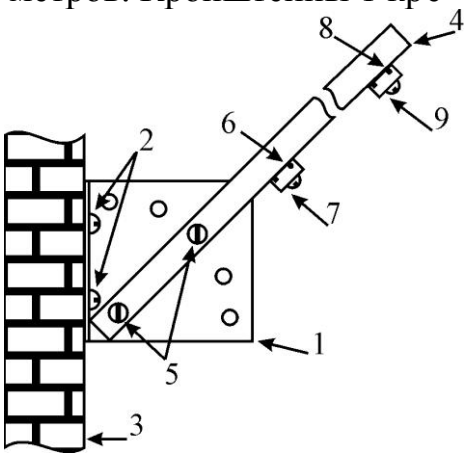
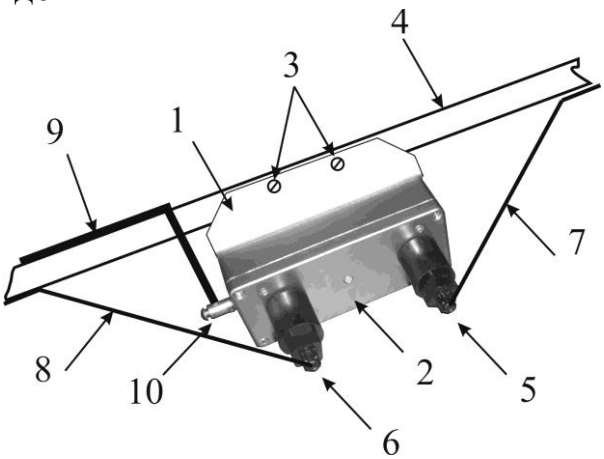
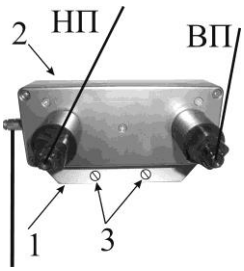

рис. 10.5
Рис. 10.6
Рис. 10.7
10.1.3 Установить кронштейны с диэлектрическими консолями из комплекта монтажных частей КМЧ2 на заграждение с интервалом ~ 3…5 метров. Кронштейны 1 крепить к заграждению 3 с помощью шурупов, болтов или др. крепежных изделий 2 в соответствии с рис. 10.5. Установить на кронштейне 1 диэлектрическую консоль 4. Закрепить в нижней части консоли 4 нижний провод 6 с помощью прижима и винта 7. Также закрепить в верхней части консоли 4 ВП 8. 10.1.4 С помощью двух винтов прикрепить УКБ 1 к БПРД 2, обеспечивая удобство подключения проводов ЧЭ, подвеса на консоли, или крепления на диэлектрическом заграждении вводами ВП и НП вниз (причем ввод НП должен располагаться ближе к земле, чем ввод ВП). Закрепить БПРД на конечной консоли сигнализационного участка, или на заграждении вблизи точек закрепления ВП на конечной консоли, или на выбранном УКБ. В любом случае, необходимо ориентировать блок в соответствии с требованиями п. 6.4.1.2. УКБ-1 (1); БПРД (2) с помощью винтов 3 закрепить на консоли 4 (рис. 10.6). Консоль с блоком устанавливать не вертикально, пластину закрепить т. о., чтобы ввод ВП 5 и ввод НП 6 БПРД находились под лицевой (со стороны земли) поверхностью блока. На диэлектрическом (из дерева или пластика) заграждении (рис. 10.7) УКБ-1 может монтироваться непосредственно на заграждение. **Вывернуть один из блокирующих винтов (см. п. 6.4.1.1), обеспечивающий лучший вывод сконденсированной влаги.** Соединить ВП 7, с клеммой ВП, защищенной от внешних воздействий с помощью защитного колпачка 5. Соединить нижний провод 8, с клеммой НП, защищенной от внешних воздействий с помощью защитного колпачка 6. Закрепить ВП и НП ЧЭ на нижней поверхности консоли с помощью прижимов и винтов.